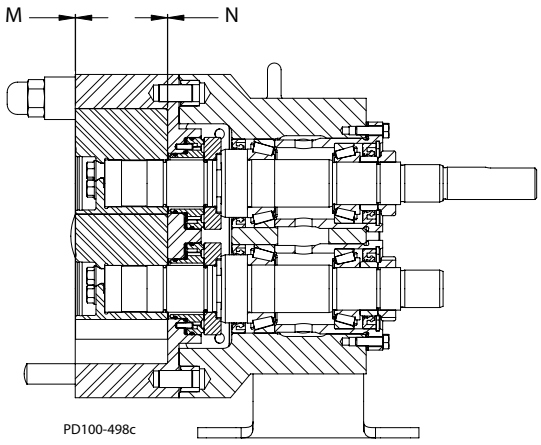

Afbeelding 59 - Speling meten
5. Controleer de speling van het rug- en voorvlak (items M en N op Afbeelding 59). Indien nodig past u de opvulstroken aan.